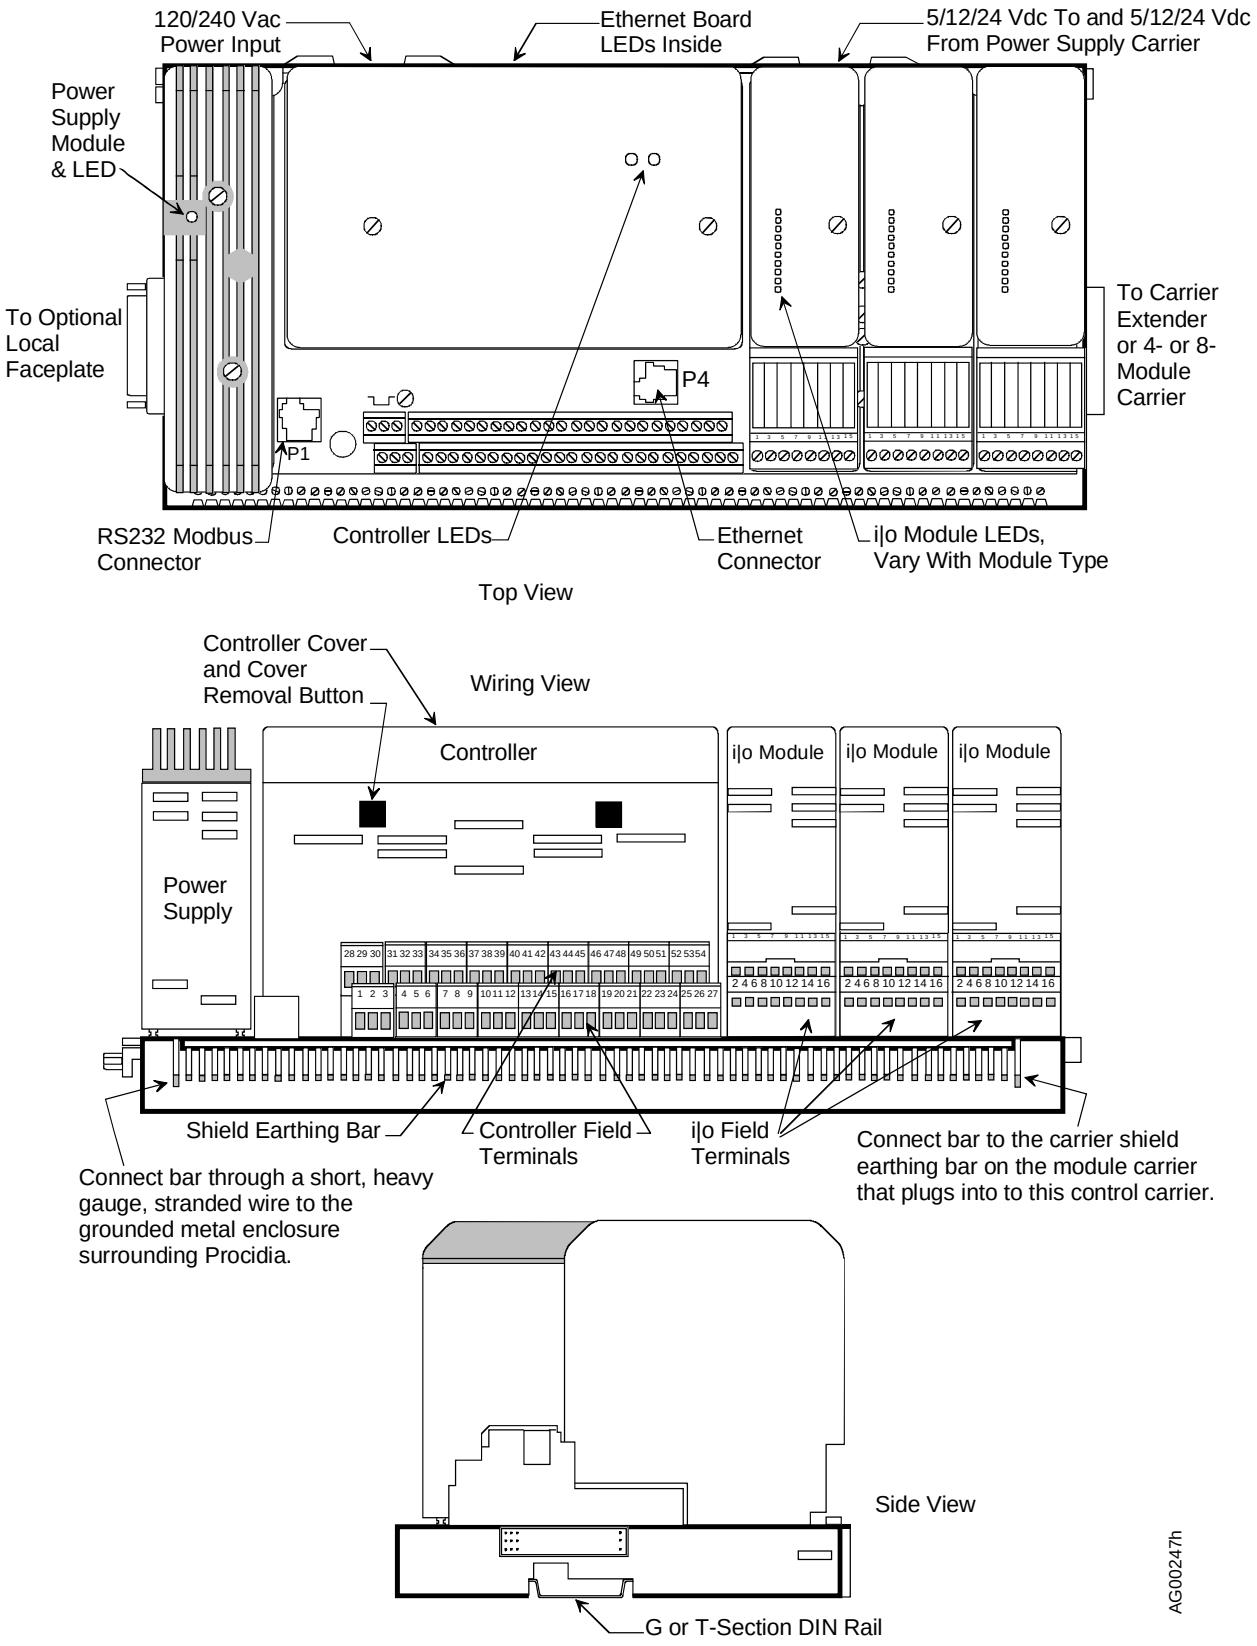

FIGURE 9-1 Assembled Control Carrier
2. Find the control module assembly (Controller) shown in Figure 9-1 and two 5" (127 mm) screws.
Shield Earthing Bar – This ground bus is located along the lower edge of each carrier, beneath and parallel to the two terminal strips. As shown in Figure 9-1, the left-hand ground terminal on a control carrier should be connected through a short, heavy gauge, multi-strand conductor (e.g. 12 AWG / 3.3 mm^2) to the grounded metal enclosure that surrounds 353R. The right-hand ground terminal is then connected to the left-hand ground terminal on the module carrier that plugs into the control carrier. Each module carrier's right-hand ground terminal is connected to the left-hand ground terminal of the module carrier that plugs into it. I/O and network cable shields are connected to the other terminals on this bus.